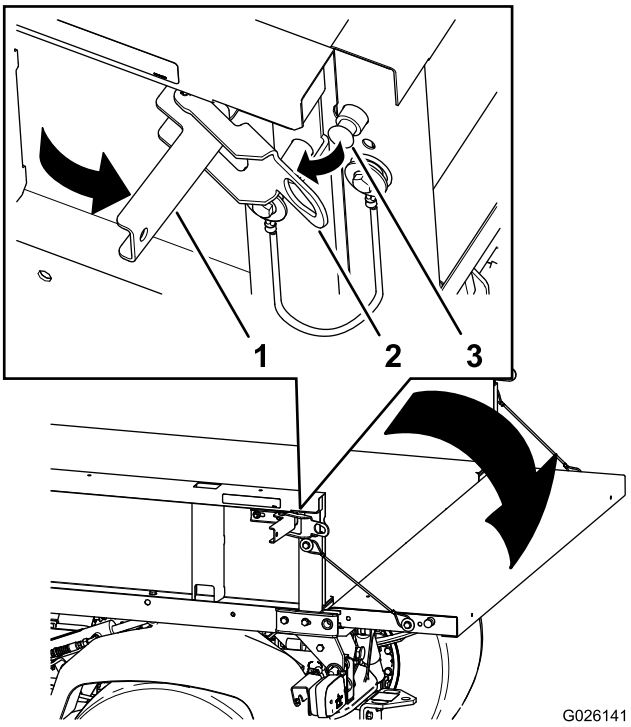

Rysunek 13
2. Otwórz zaczepy po lewej i prawej stronie skrzyni, a następnie opuść tylną burtę (Rysunek 13).